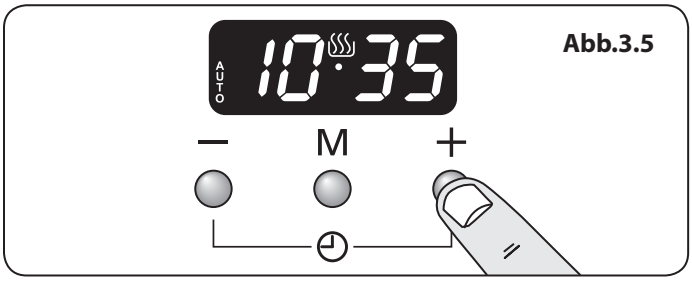

Abb.3.5
2. Wählen Sie die „Stoppzeit“ mithilfe der Tasten [+] und [-] aus. Die Anzeige zeigt die aktuelle Uhrzeit zusammen mit den Symbolen AUTO und Kochen an (**Abb.3.5**).